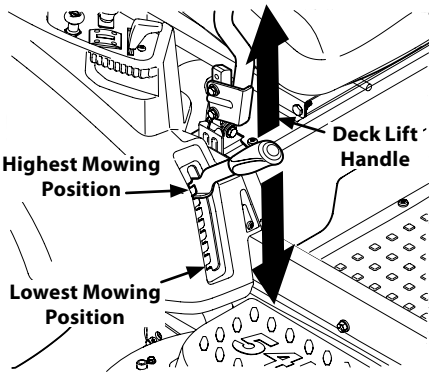

Figure 4-12
a. Using the deck lift handle, raise the deck to the position that provides the most horizontal run of the belt between the deck idler pulleys and the PTO pulley on the bottom of the engine. See Figure 4-12.
d. Lower the deck into the lowest mowing position using the deck lift handle. See Figure 4-12.
e. Lower the deck into the lowest mowing position using the deck lift handle. See Figure 4-12.
11. Place the deck lift handle into the highest mowing position and slide the deck out from beneath the tractor. See Figure 4-12.
1. Place the deck lift handle in the highest mowing position See Figure 4-12.